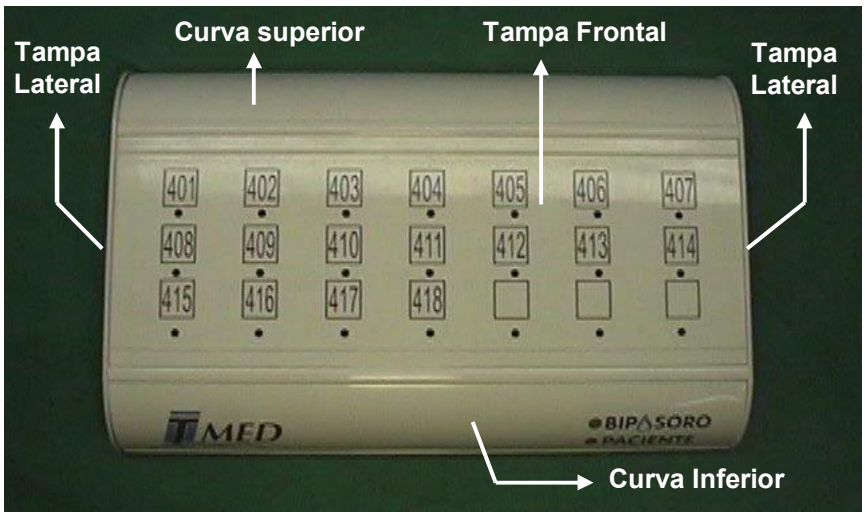

Figura 4 – Painel de Sinalização
d. Remova as tampas laterais, a tampa frontal, a curva superior e a curva inferior do painel de sinalização. Veja a **Figura 4** abaixo.
e. Localize os furos de fixação do painel. Eles ficam sob as curvas superior e inferior mostradas na **Figura 4**. Use quatro buchas número 8 e parafusos para fixação do painel na parede.